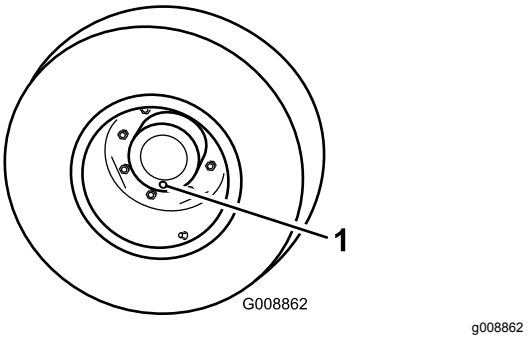

Figur 67
1. Ställ maskinen på ett jämnt underlag och placera hjulen så att en kontrollplugg befinner sig i det lägsta läget (klockan 6) (Figur 67).